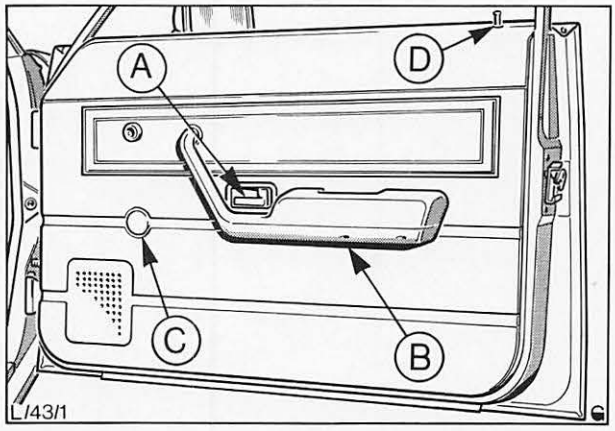

Abb. 42 Einzelteile – Türverkleidung
1. Türverkleidung, Abb. 42, gemäß Pos. 43 712 abbauen und Türdichtfolie im Arbeitsbereich zurückklappen.